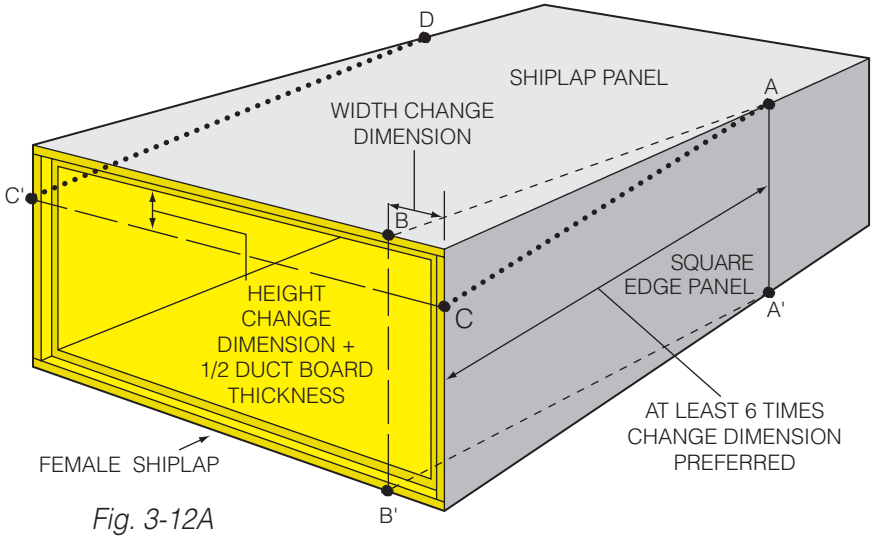
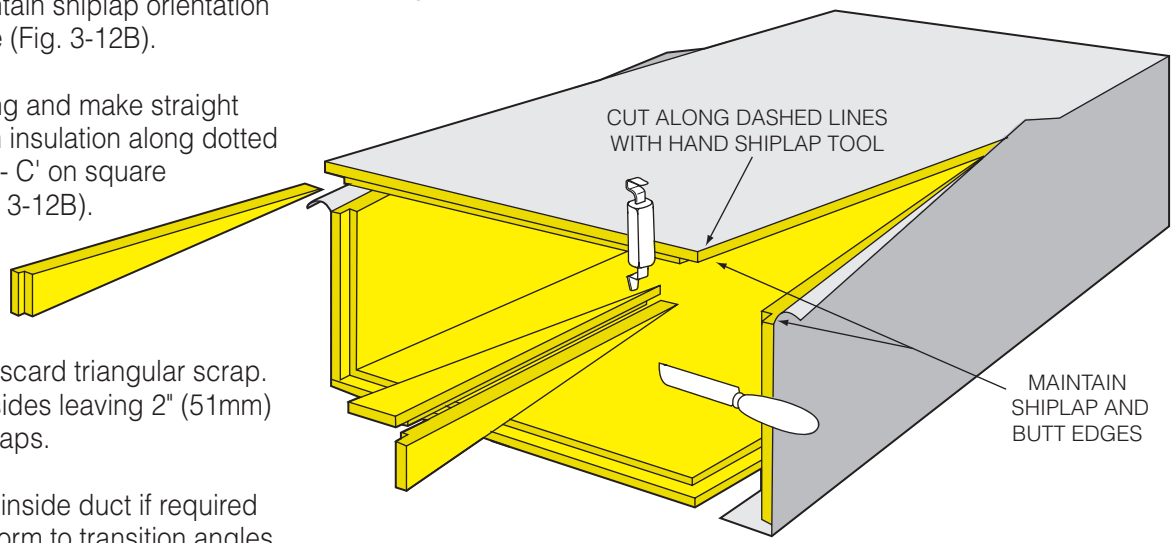

Fig. 3-12A
Fig. 3-12B
1. Use hand shiplap tool to cut through insulation and facing along dashed lines A - B and A' - B' on shiplapped panels (Fig. 3-12A). Maintain shiplap orientation of original module (Fig. 3-12B).
2. Fold back facing and make straight knife cuts through insulation along dotted lines A - C and D - C' on square edge panels (Fig. 3-12B).